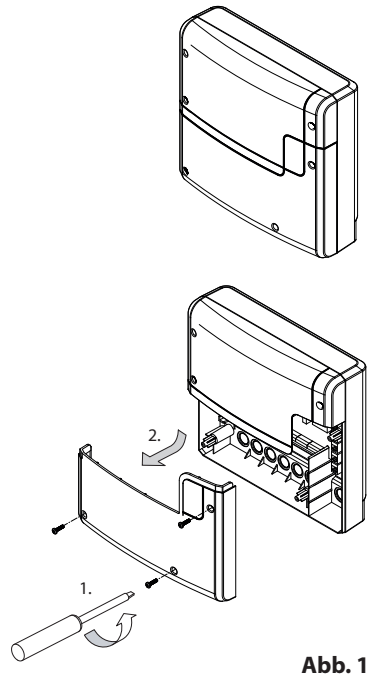

Abb. 1
2. Gehäusedeckel abnehmen (Abb. 1)